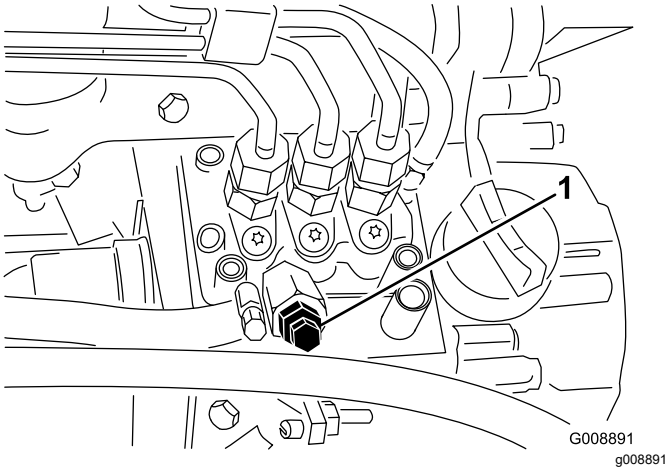

Figuur 46
4. Draai de ontluchtschroef op de brandstofinjectiepomp open (Figuur 46).